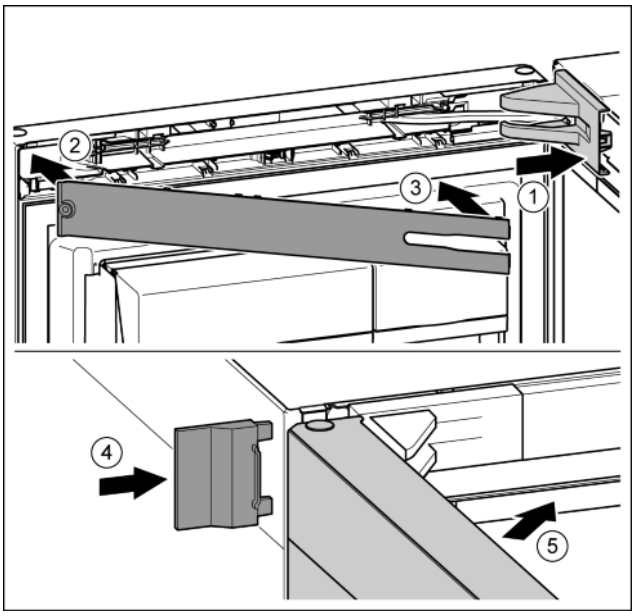

Fig. 22
▶ Position the bearing bracket and engage. If necessary push apart carefully. *Fig. 22 (1)*
▶ Position the panel. *Fig. 22 (2)*
▶ Swing in the panel and click into place. *Fig. 22 (3)*
▶ Slide on the external cover. *Fig. 22 (4)*
▶ Close the upper door. *Fig. 22 (5)*